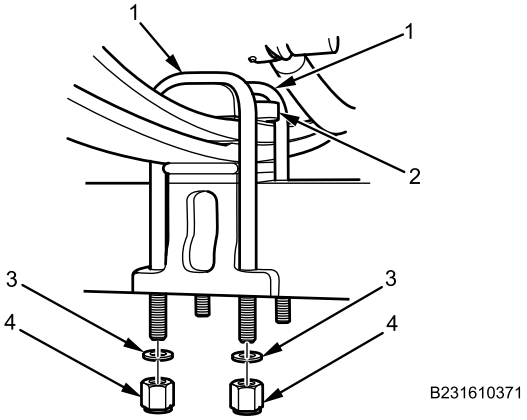

Figure 10. Front Spring and U-Bolts.
7. Apply corrosion preventive compound to four U-bolt washers (Figure 10, Item 3) and new locknuts (Figure 10, Item 4).
8. Install four U-bolt washers (Figure 10, Item 3) and locknuts (Figure 10, Item 4) on front spring U-bolts (Figure 10, Item 1), ensuring U-bolts are seated in U-bolt seat (Figure 10, Item 2).